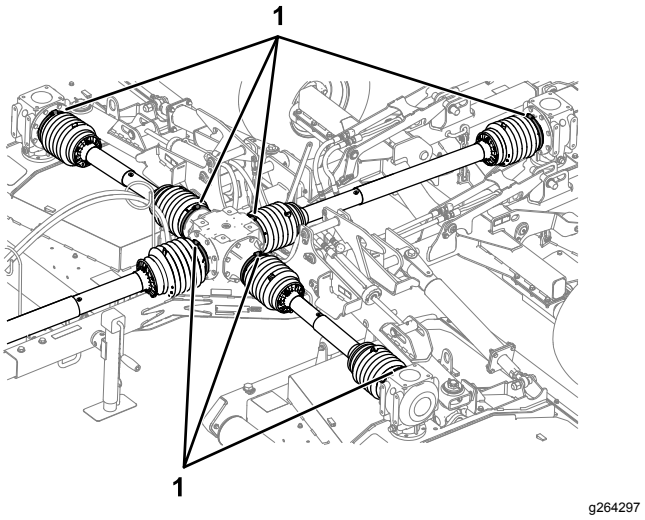

Figur 16
7. Kontroller at de sju slangeklemmene fester drivakselvernene skikkelig til de midten og til klippeenhetens girkasser (Figur 16).